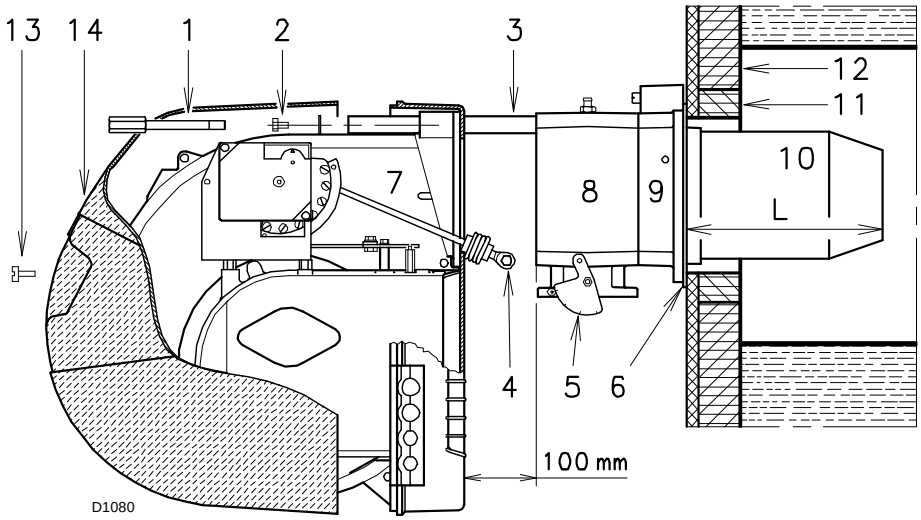
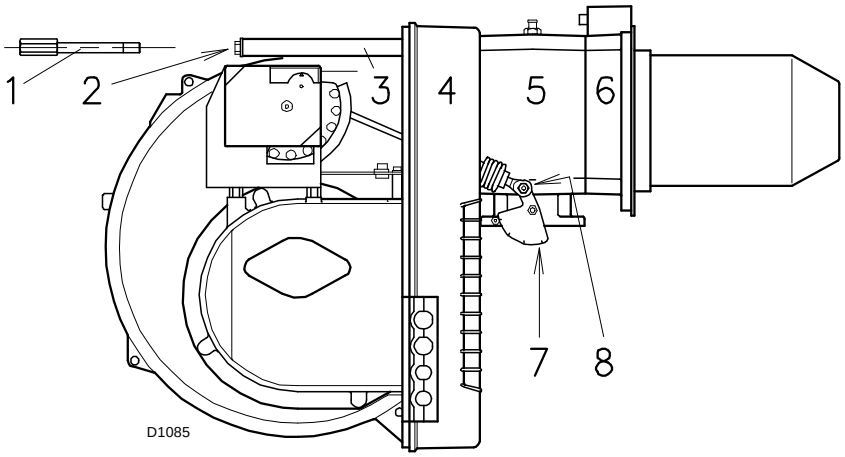

Fig. 12
Fig. 15
Pour les chaudières avec circulation des fumées avant 13)(Fig. 12), réaliser une protection en matériau réfractaire 11), entre réfractaire chaudière 12) et buse 10).
Pour les chaudières avec la partie avant refroidie avec de l'eau, le revêtement réfractaire 11)-12) (Fig. 12) n'est pas nécessaire, sauf demande expresse du fabricant de la chaudière.
Séparer la tête de combustion du reste du brûleur comme montré Fig. 12; procéder de la manière suivante:
- ➤ remonter le brûleur 4) (Fig. 15) sur les glissières 3) à environ 100 mm du manchon 5) - brûleur sur la position illustrée (Fig. 12 à la page 17);
- ➤ insérer les câbles de la sonde et de l'électrode, puis faire glisser le brûleur jusqu'au manchon; le brûleur doit rester sur la position illustrée Fig. 15.